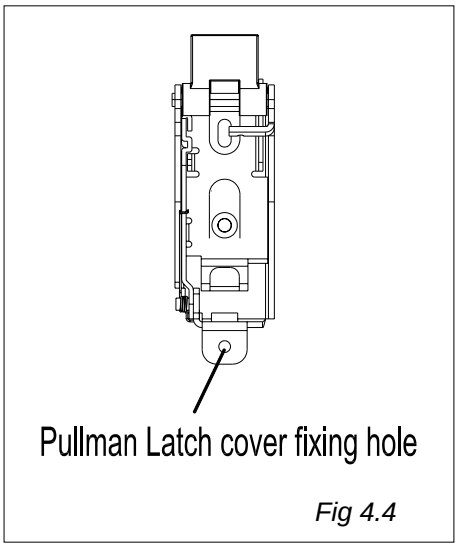

Fig 4.4
11) To fit rod covers (item K): take a measurement from the Panic Latch rod cover to the centre of Pullman latch cover fixing hole (See Fig 4.4). Cut rod covers to the measured lengths and fit by clipping over the rod clips (item L).